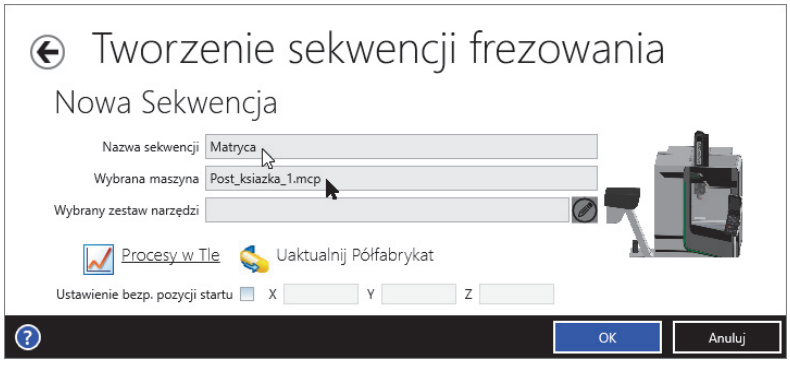

Rysunek 9.12. Tworzenie sekwencji frezowania — Nowa Sekwencja
12. Pojawi się okno *Tworzenie sekwencji frezowania* z informacją *Nowa Sekwencja* (rysunek 9.12).